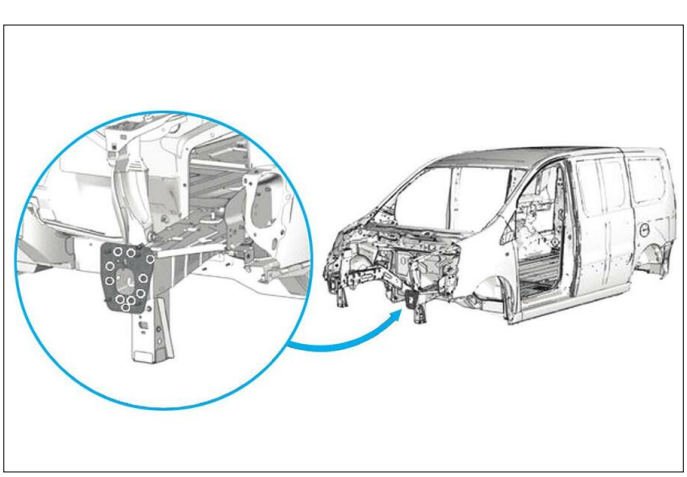

**FIG. 7**
• Souder par points électriques (électrodes de 120 mm) **(Fig.7)**.